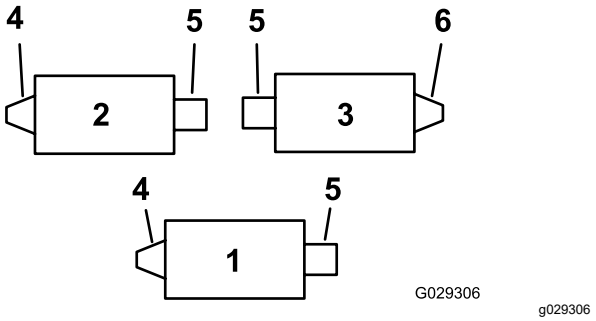
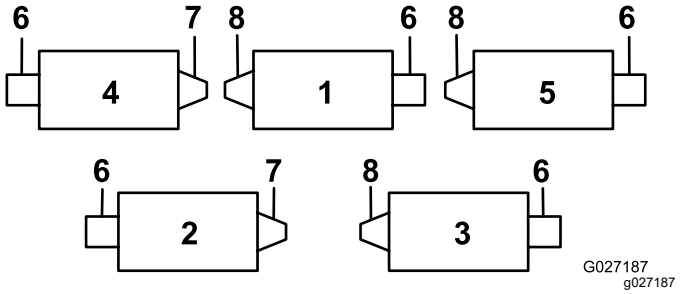
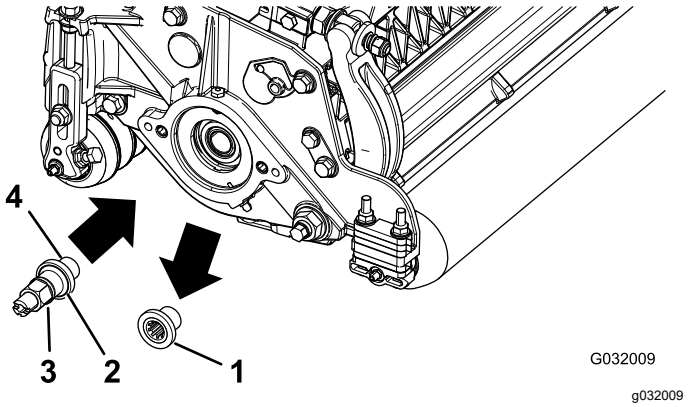
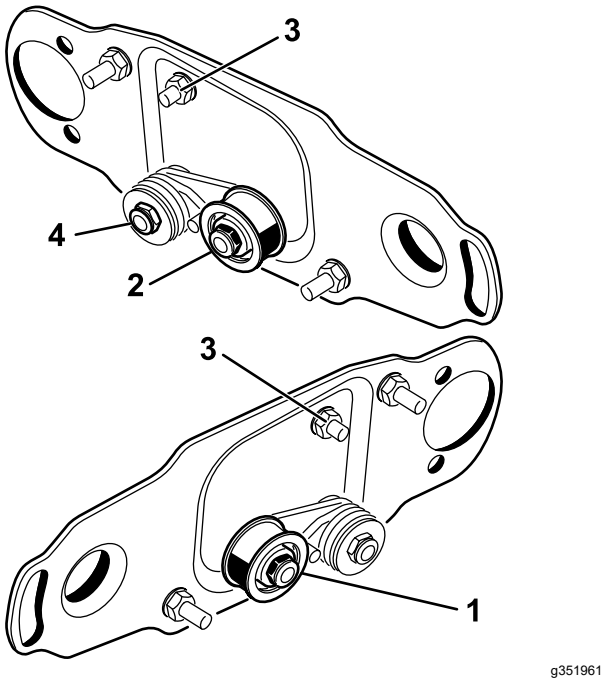

Figuur 1
Figuur 2
Figuur 3
Figuur 6
Gebruik Figuur 1 om de stand van de rolborstels en de messenkooimotoren voor een Reelmaster 3100-D of Figuur 2 Reelmaster 7000-D machine te bepalen.
2. Verwijder het inzetstuk met schroefdraad van het maaidek voor de aandrijving van de achterrolborstel (Figuur 1 en Figuur 2) en gooi het weg (Figuur 3).
Opmerking: Reelmaster 3100 maai-eenheden 1 en 2 hebben een inzetstuk links (Figuur 1) en Reelmaster 7000 maai-eenheden 1, 3 en 5 eveneens (Figuur 2).
4. Breng schroefdraadborgmiddel aan op de schroefdraden van de aandrijfas (Figuur 3) en monteer de aandrijfas. Draai aan met een torsie van 115 tot 128 N·m.
Opmerking: Reelmaster 3100 maai-eenheid 3 heeft een aandrijving rechts (Figuur 1), en Reelmaster 7000 maai-eenheden 2 en 4 eveneens (Figuur 2).
Voor aandrijvingen van de achterrolborstel die rechts zitten (Figuur 1 en Figuur 2) dient u de spanpoelie om te keren en deze aan de **rechterkant** van de maai-eenheid te monteren (Figuur 6). Ga als volgt te werk:
1. Verwijder de spanpoelie van het linkeruiteinde van het maaidek en monteer deze in de onderste opening in de borstelplaat op het rechteruiteinde van het maaidek (Figuur 6).
2. Verwijder de slotbout en -moer en plaats deze in de bovenste opening, waar eerst de spanpoelie was bevestigd (Figuur 6).